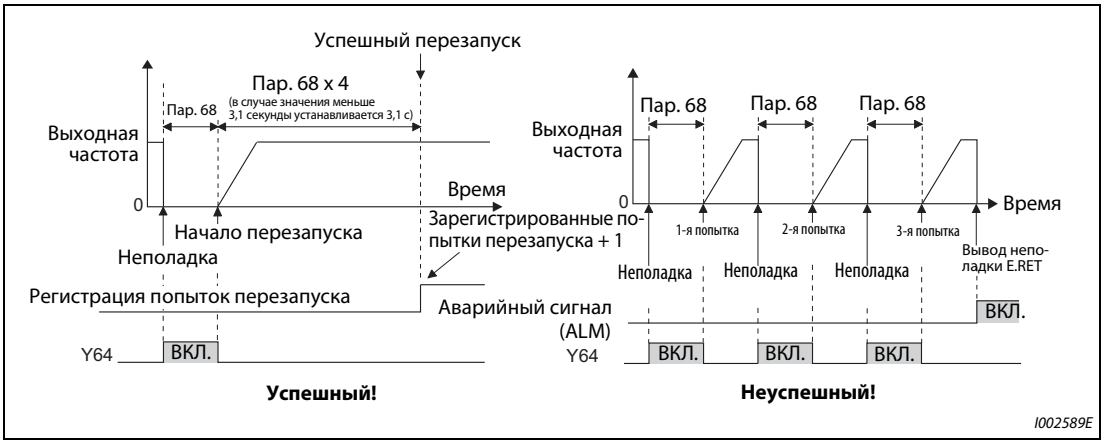

Рис. 5-128: *Пример успешного и неуспешного перезапуска*
- Если количество попыток перезапуска превышает значение, установленное в параметре 67, выводится сообщение об ошибке "E.RET" (см. также рис. 5-128).